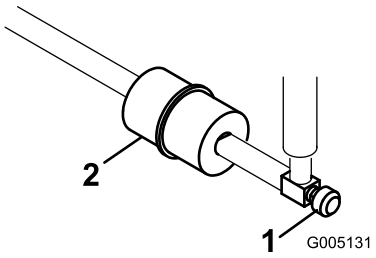

Figur 46
Det sitter ett inlinefilter i bränsleledningen mellan bränsletanken och förgasaren (Figur 46). Se till att pilen på filtret pekar bort från bränsletanken.
1. Stäng bränslekranen, lossa slangklämman på filtrets förgasarsida och ta bort bränsleledningen från filtret (Figur 46).
2. Sätt ett uppsamlingskärl under filtret, lossa den sista slangklämman och ta bort filtret (Figur 46).